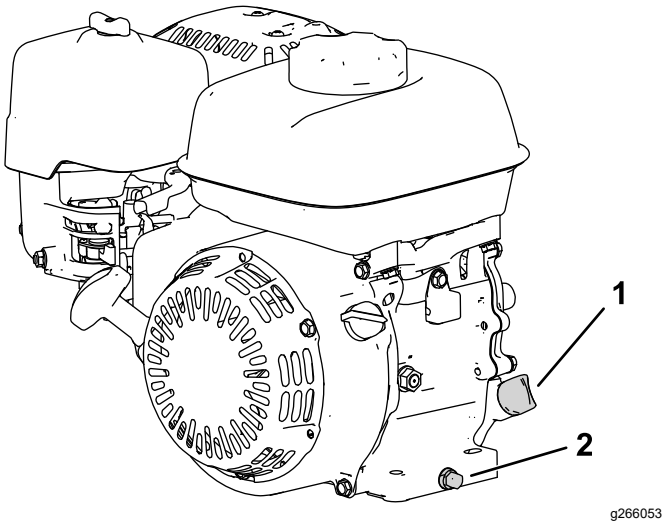

Bild 15
2. Stellen Sie die Maschine so, dass der Motor eben steht, und reinigen Sie dann den Bereich um das Ölfüllrohr (Bild 15).
3. Entfernen Sie die Ablassschraube (Bild 15).